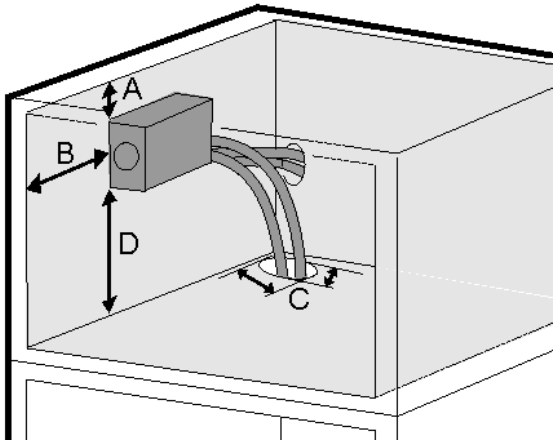

*Fig. 4*
▶ Maintain the dimensions shown in *Fig. 4* so that the filter can be replaced and the cover can be removed. Depending on your installation setup, you can route the two water filter hoses either through the rear panel or through the base of the cabinet.